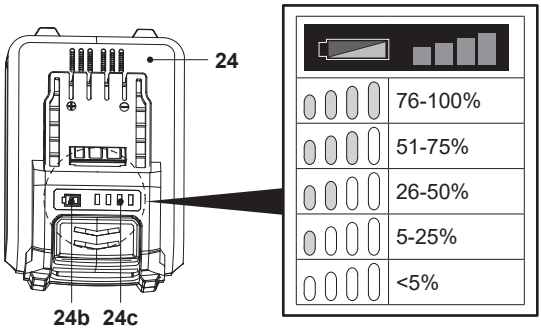

**Rys. 10**
Akumulator (24) jest wyposażony we wskaźniki naładowania (24c), które wskazują poziom jego naładowania. Aby sprawdzić poziom naładowania akumulatora, należy nacisnąć przycisk kontroli poziomu jego naładowania (24b) (rys. 10). Diody LED zapalą się na około 3 sekundy.